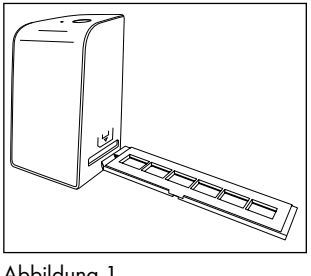

Abbildung 1
- Entriegeln Sie den Verschluss an der Vorderseite der Negativhalterung ❺ und öffnen Sie die Halterung.
- Legen Sie den Negativstreifen seitenrichtig in die Negativhalterung ❺ ein. Achten Sie darauf, dass die Löcher der Negativstreifen auf die entsprechenden Haltenasen der Halterung gelegt werden, damit sich der Negativstreifen nicht verschieben kann.
- Schließen Sie die Negativhalterung ❺, bis der Deckel fest geschlossen ist.
- Führen Sie nun die Negativhalterung ❺ mit der Dreiecksmarkierung voran und sichtbar in den rechten Einschub ❹ ein (siehe Abbildung 1).
- Schieben Sie die Negativhalterung ❺ so weit in den rechten Einschub ❹, bis diese spürbar in der ersten Position einrastet. Für weitere Negative schieben Sie die Negativhalterung ❺ weiter ein, bis diese spürbar in der nächsten Position einrastet.